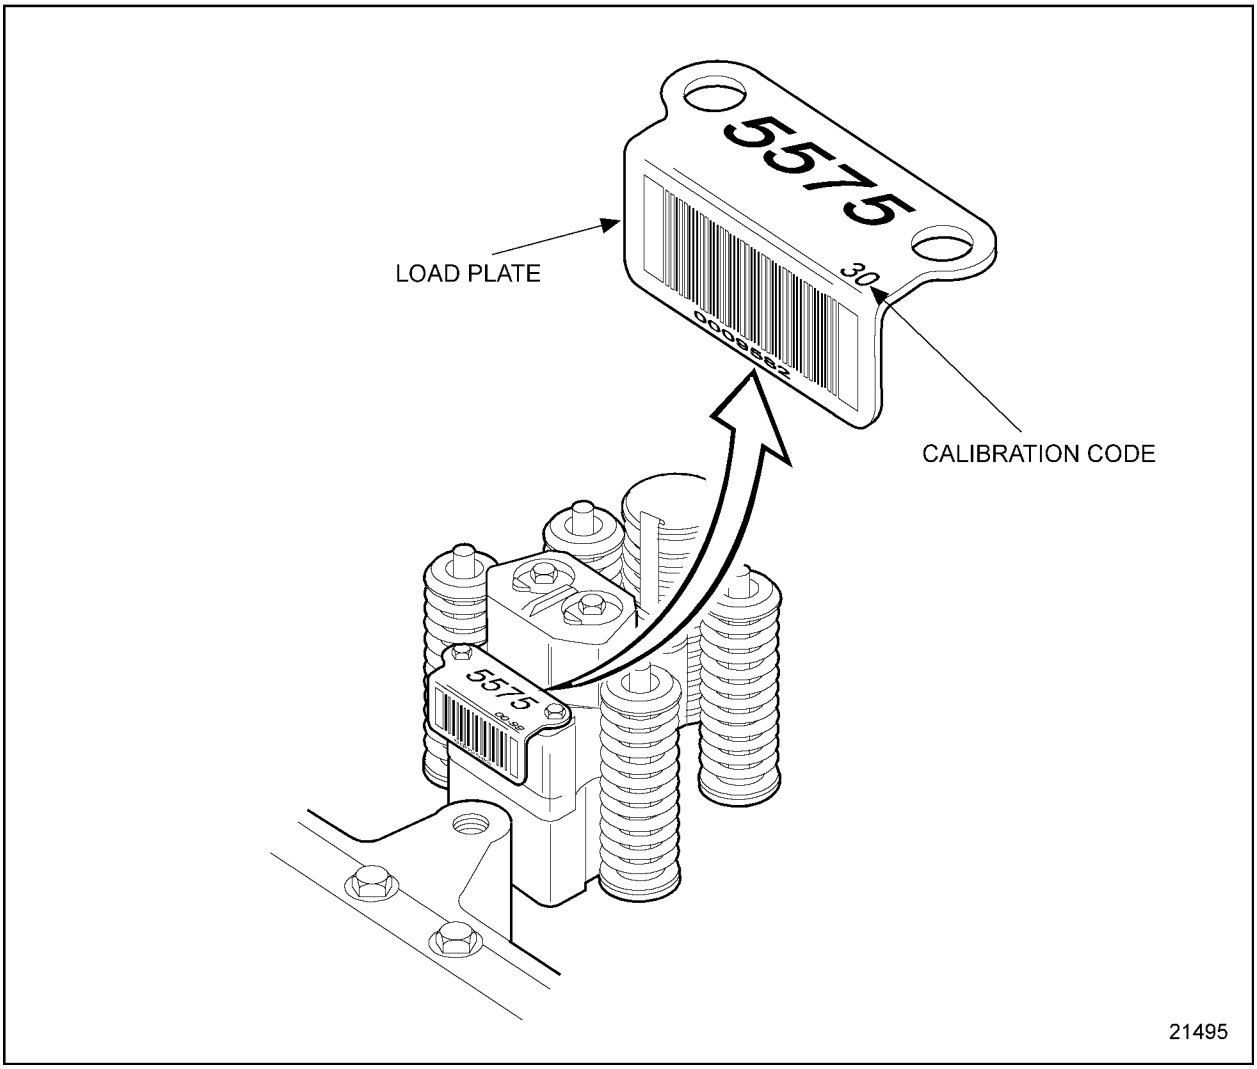

Figure 24-2 Injector Calibration Code
2. Compare the calibration code(s) shown on the Diagnostic Data Reader display with the two digit calibration code(s) on the injector(s). See Figure 24-2.
[b] If the calibration code on the display is different then the calibration code on the suspect injector for that cylinder, the injector setting must be reset, see Figure 24-2; refer to section 24.5.1.